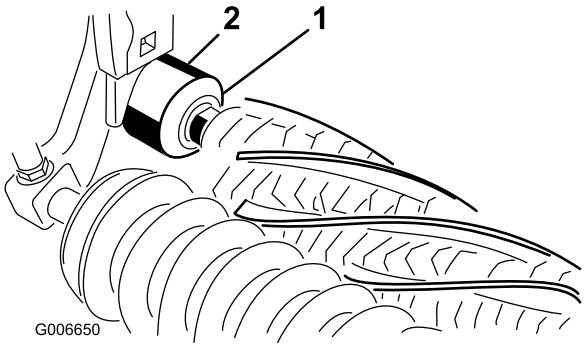

Figur 25
26. Kontrollera att kanten på alla utestängningstätningar har lätt kontakt med alla lagerhus (Figur 25).